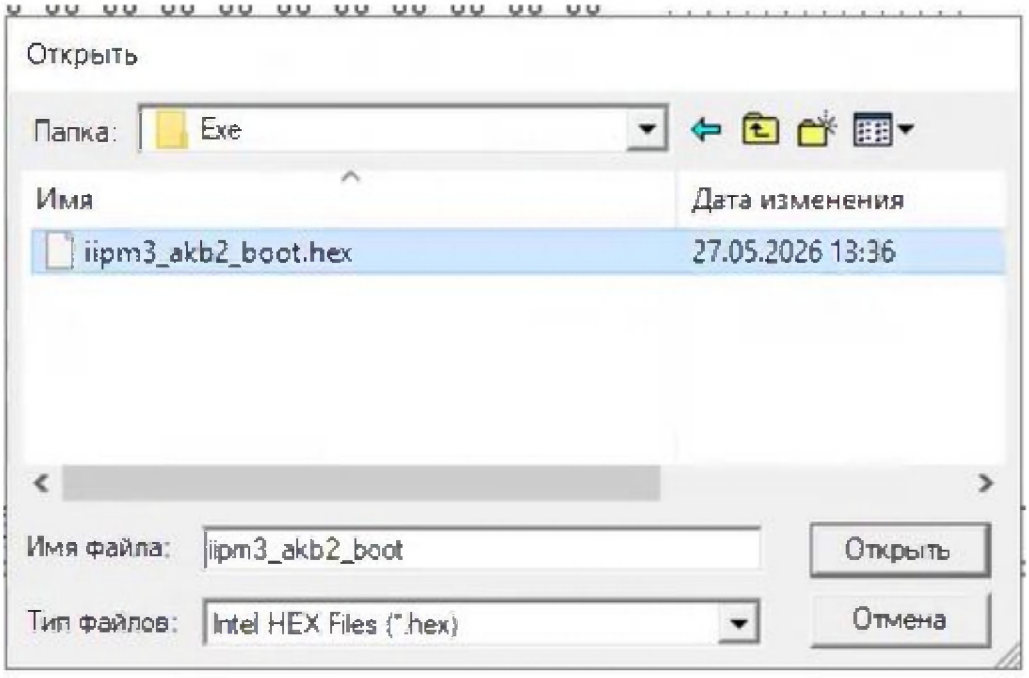

Рисунок 58
5.3.7 В открывшемся окне выбрать исполняемый файл загрузочной части iipm3_akb2_boot.hex, сконфигурированный в п. 4.3.5 в директории: C:\Рабочий стол\NAP160\FW_realise\commit_mvp\FW_AKB_STM8L05\FW_AKB_BSP_STM8L05\Boot\Debug\Exe (Рисунок 58).